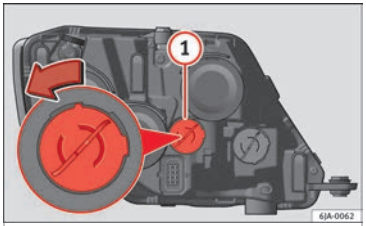

Fig. 95 Changing daytime driving light bulbs.
– Turn the bulb holder ››› Fig. 95 (1) anti-clockwise and remove it.